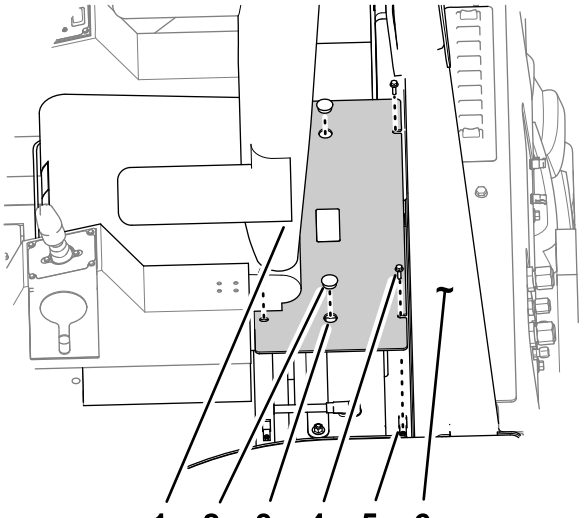

Рисунок 76
3. Отверните 4 болта крепления крышки аккумуляторной батареи к платформе ROPS (Рисунок 76).
1. Совместите отверстия в монтажных фланцах крышки аккумуляторной батареи с гайками пластины в платформе ROPS вокруг аккумуляторной батареи (Рисунок 76).
2. Прикрепите крышку аккумуляторной батареи к платформе ROPS с помощью 4 болтов (Рисунок 76).